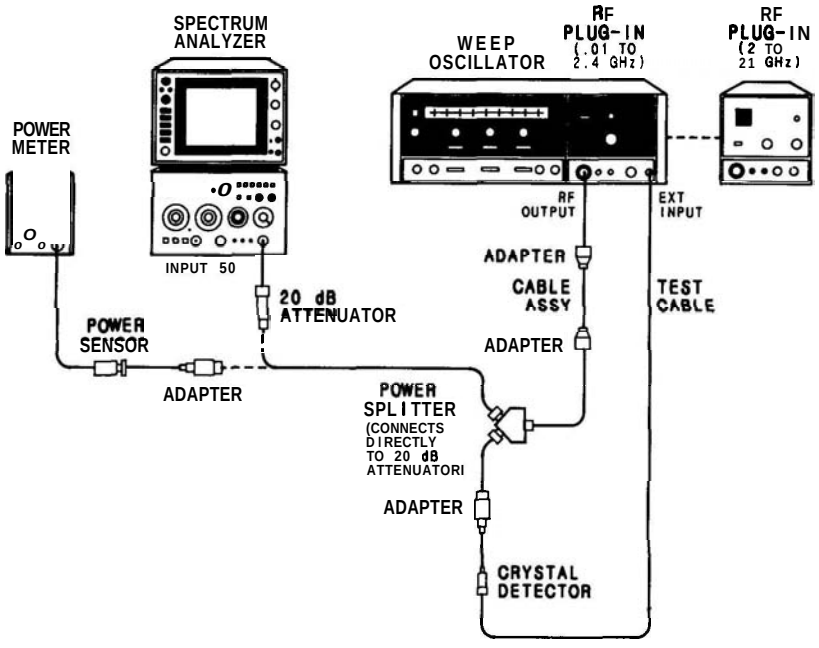

FIGURE 4-14. FREQUENCY RESPONSE TEST SETUP
3. Using 0.01 – 2.4 GHz sweep oscillator plug-in, connect equipment as shown in Figure 4-14. Connect output of power splitter, through 20-dB attenuator, to spectrum analyzer input. Turn sweep oscillator RF power ON and adjust ALC GAIN control for leveled output indication.